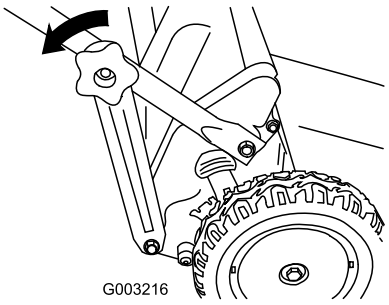

Figuur 15
1. Verwijder de knoppen van de onderste handgreep, waarmee de uiteinden van de onderste handgreep zijn bevestigd aan de beugels van de handgreep (Figuur 15).